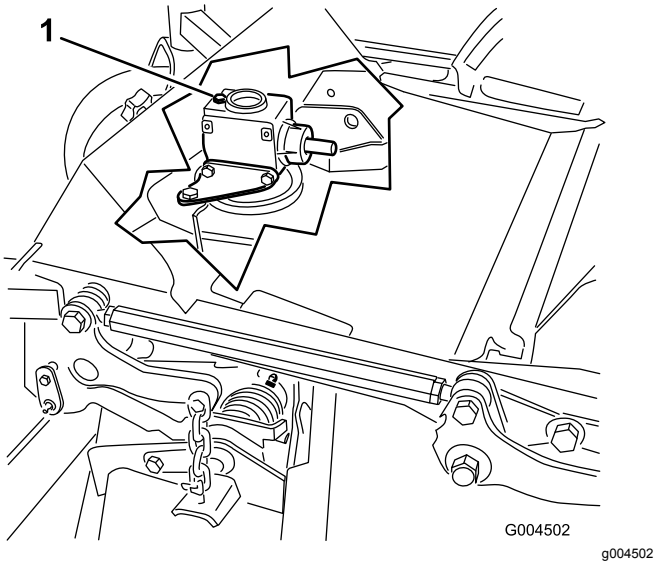

図 30
6. ギアボックスの上部についているディップスティック兼給油プラグを取り、オイルの量が、ディップスティックについている2本のマークの間にあることを確認する図 30。
6. ギアボックスの上部についているディップスティック兼給油プラグ図 30を取る。